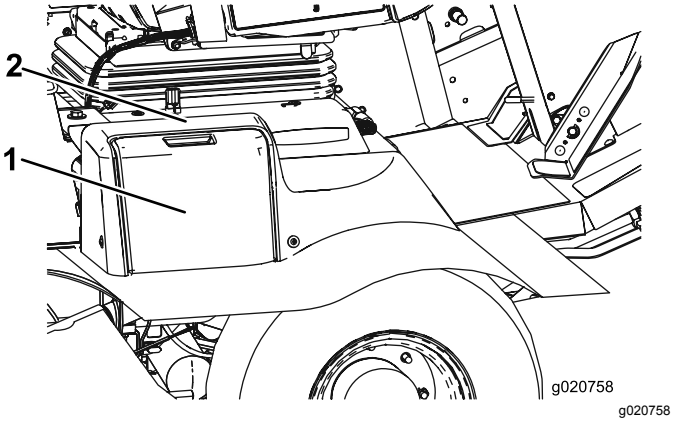

**Figuur 80**
1. Open het accudeksel aan de zijkant van het scherm (Figuur 80).
**Opmerking:** Druk op het vlakke deel boven het accudeksel om het deksel gemakkelijker te kunnen wegnemen (Figuur 80).